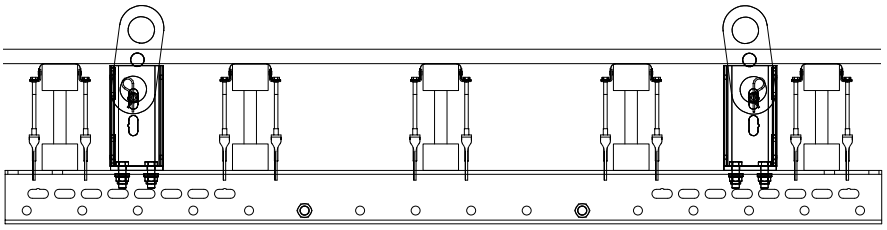

Abb. B2.06
1. Aufsatz VARIO 24 (**4**) an Stahlriegel SRU (**1**) schrauben. (Abb. B2.06)
(Abb. B2.06)